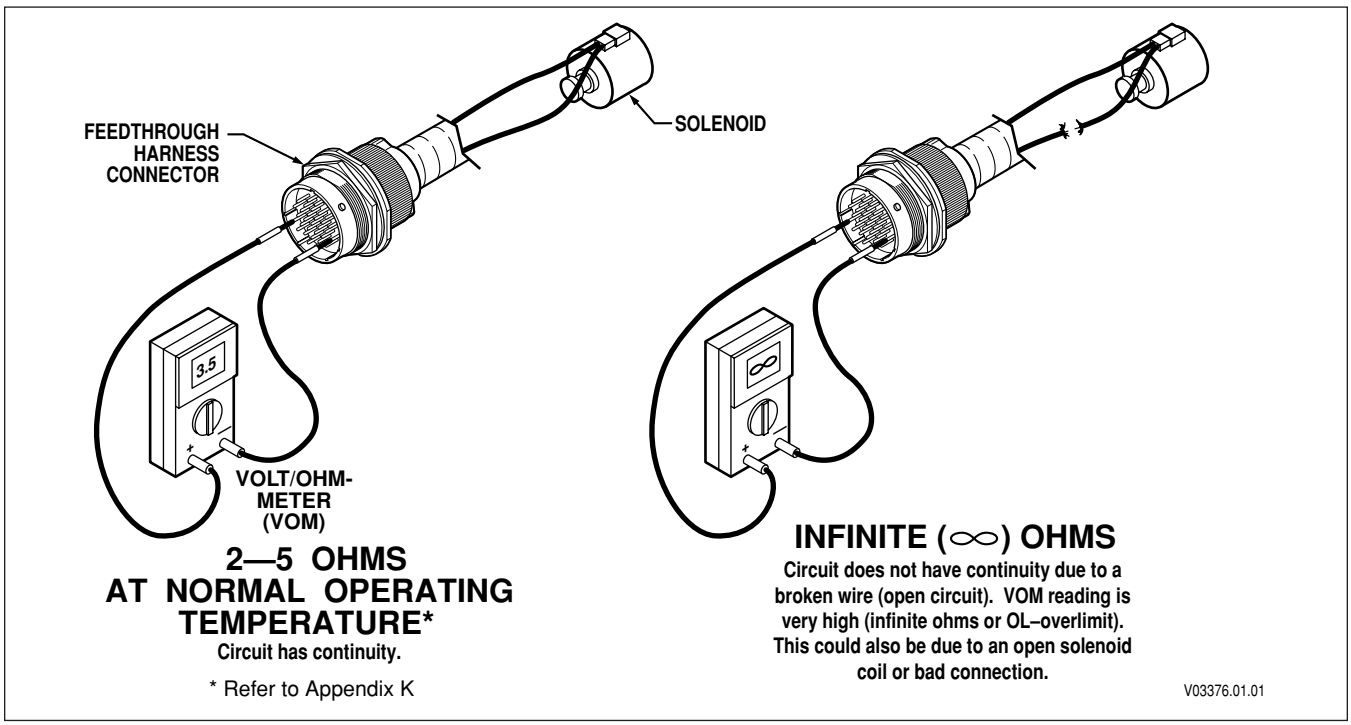

Figure 4–3. Testing for Continuity
3. If the connectors are clean and connected correctly, determine which wires in the harness to test. Use the diagnostic code system schematic to locate the wire terminals. For this example, Code 41 12 indicates an open or short-to-ground in solenoid “A” circuit—wires 102-T1 and 120-T4 (refer to Figures 4–3 and 4–4).